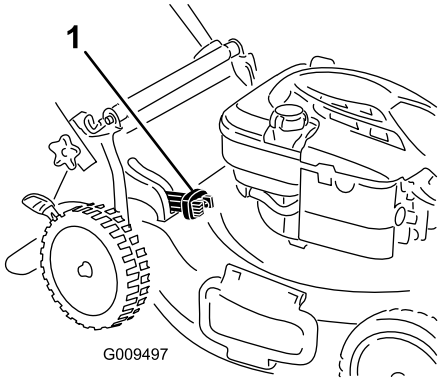

Figura 20
- Per raccogliere lo sfalcio e le foglie premete il pulsante che si trova sulla leva di comando del cesto e spostate in avanti la leva finché il pulsante non risale (Figura 20).